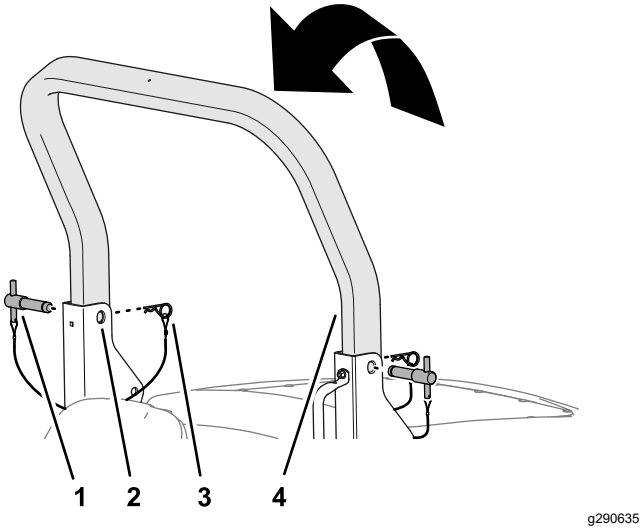

Figur 23
3. Fäll upp den övre störtbågen tills hålen i störtbågen är inriktade på tappfästena (Figur 23).
4. För in störtbågssprintarna genom tappfästenas och den övre störtbågens övre hål (Figur 23).
5. Fäst störtbågssprintarna på tappfästena med hårnålssprintarna (Figur 23).